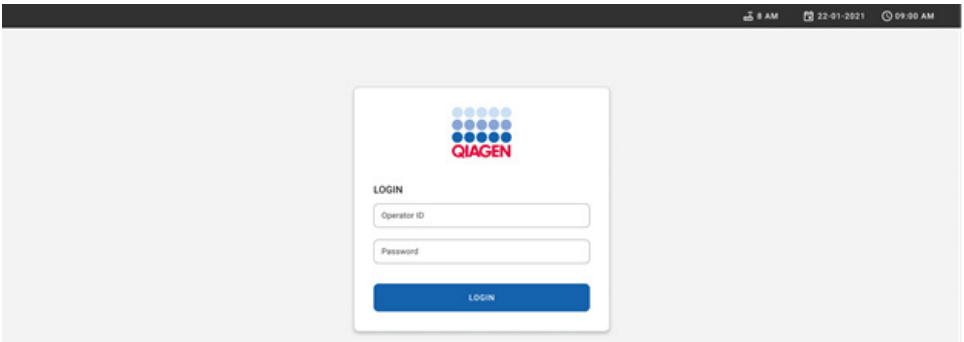

Рисунок 15. Экран Log in (Вход в систему)
3. Войдите в систему, как только появится экран входа (рисунок 15).